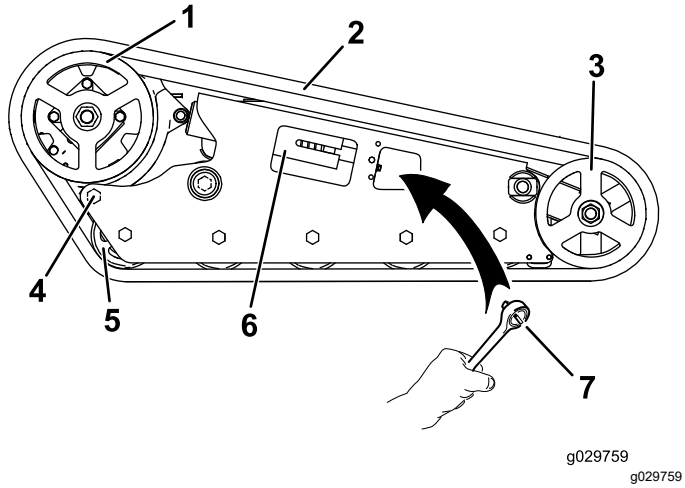

**Rysunek 65**
5. Za pomocą klucza grzechotkowego z zabierakiem ½ cala uwolnij napięcie gąsienicy, obracając śrubę napinającą w prawo (Rysunek 59 oraz Rysunek 65).
6. Poluzuj tylną śrubę w pobliżu koła napędzającego (Rysunek 65).